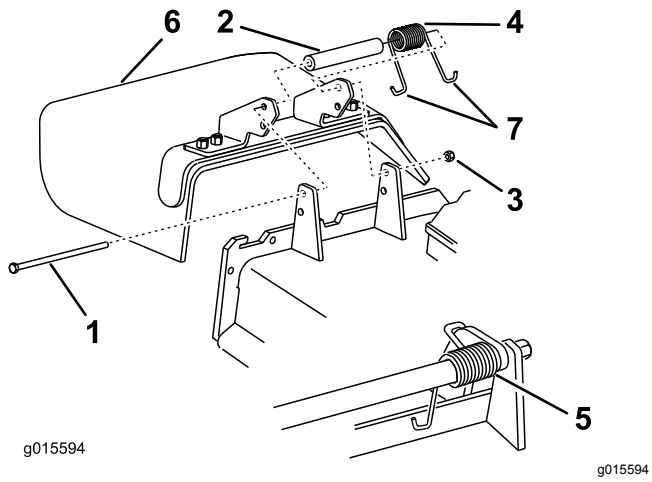

Figura 108
1. Retire la contratuerca, el perno, el muelle y el espaciador que sujetan el deflector a los soportes de pivote (Figura 108).
2. Retire el deflector de hierba dañado o desgastado (Figura 108).
Nota: Asegúrese de colocar el extremo en J del muelle detrás del reborde de la carcasa antes de instalar el perno, tal y como se muestra en la Figura 108.
6. Coloque el gancho en J del muelle alrededor del deflector de hierba (Figura 108).